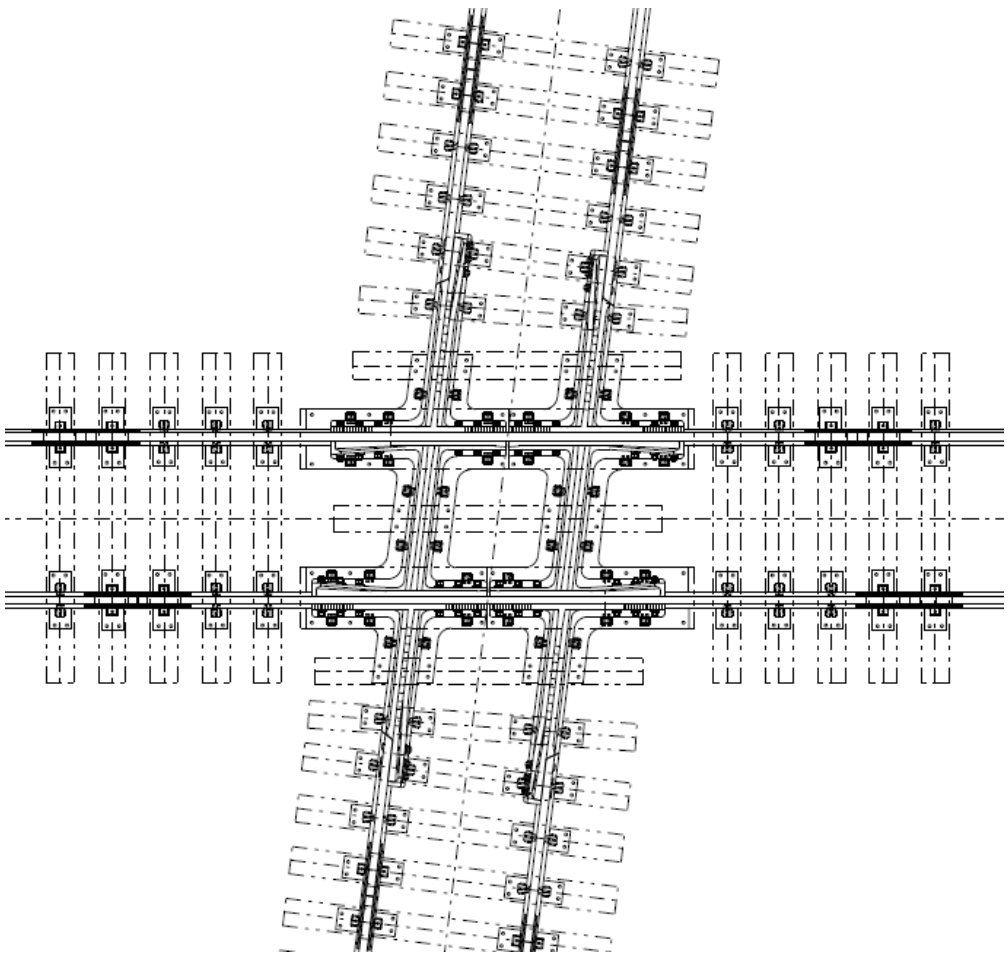

Figure 5-GG
- FBF (Flange Bearing Frog) or Full-Flange Bearing Crossings – crossing central angle is 20-90 degrees, refer to Figure 5-GG-2.